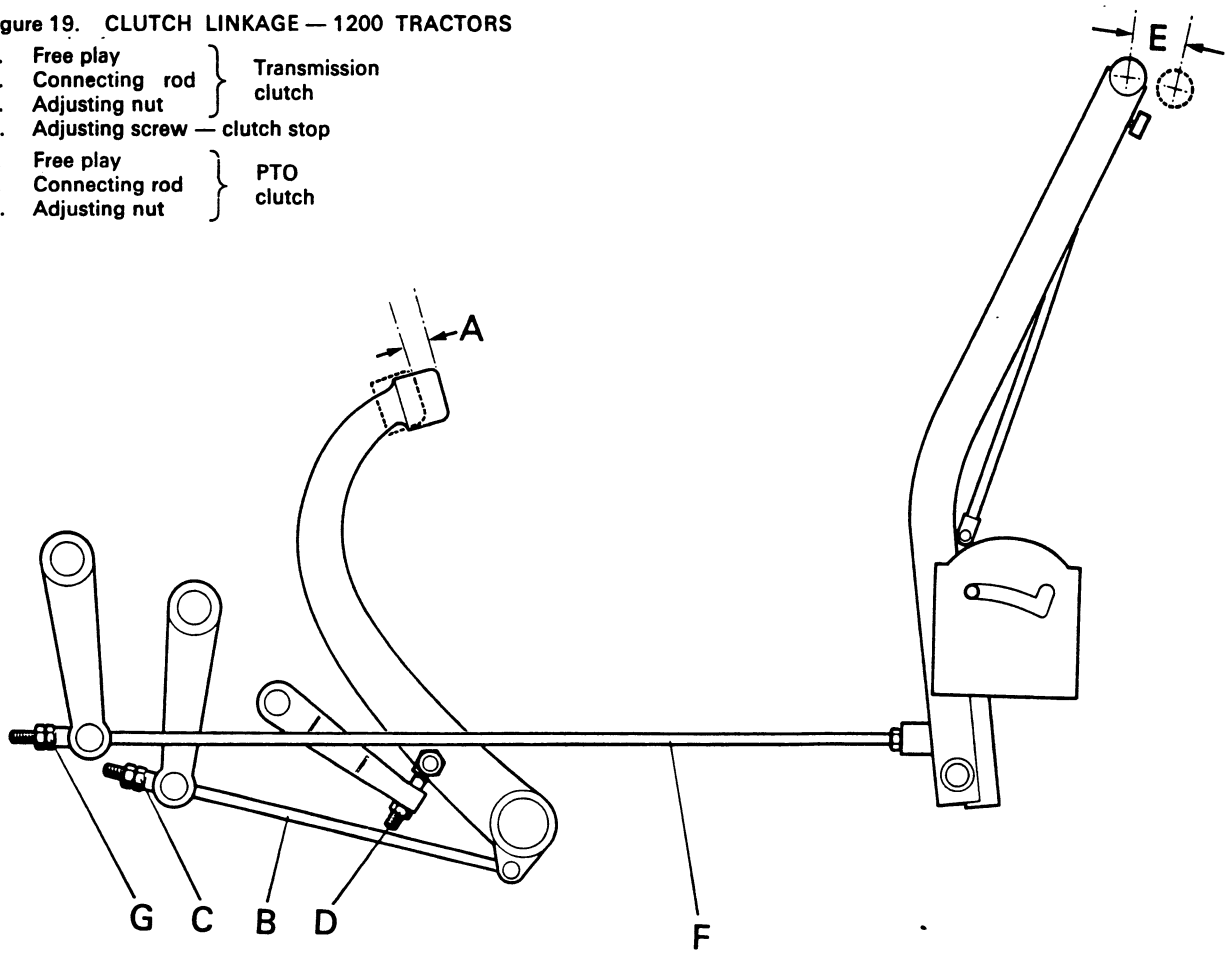

Figure 20.
2. Place three Code 3 spacers, evenly spaced, on the baseplate. Slide clutch assembly on the bolts and position the three spacers so that they are adjacent to the three PTO pressure-plate toggle lugs. (Fig. 20.) Fit a flat washer and nut on each bolt. Tighten the nuts evenly, and by diametrical selection, until clutch and baseplate are clamped firmly together.